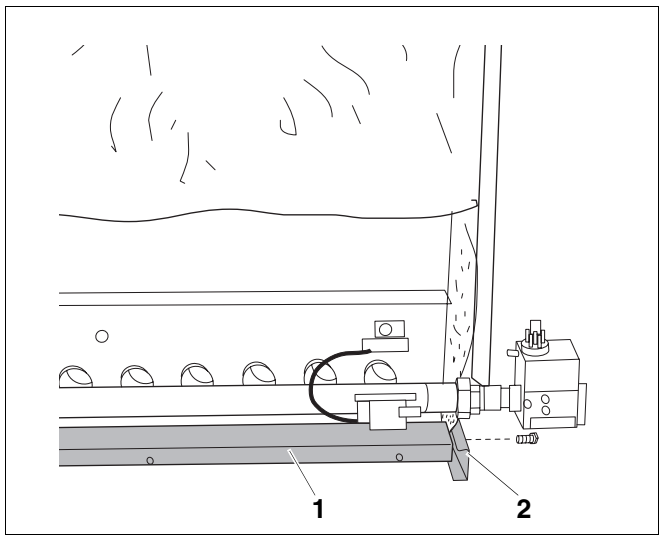
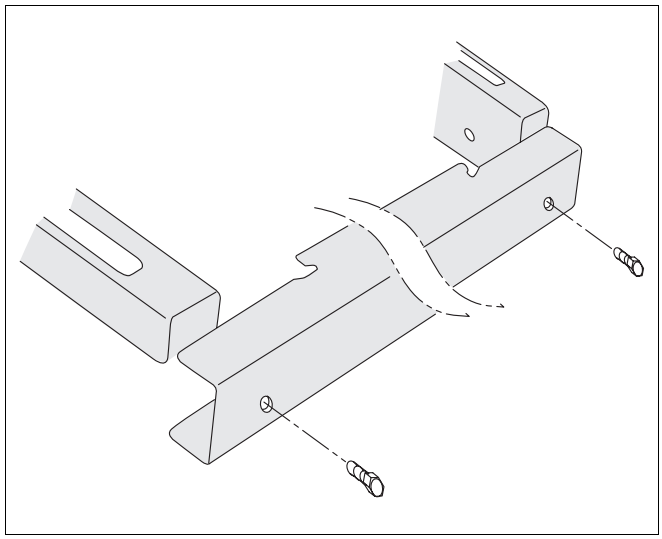

Afb. 68 Dwarssokkel monteren
Afb. 69 Dwarssokkel bovenaanzicht
- Bevestig de dwarssokkel (afb. 68, **pos. 2**) aan de voor- en achterzijde van de langssokkel (afb. 68, **pos. 1**) met schroeven met vlakke kop 3,9 × 9,5. Zijde met de gleuven naar boven (afb. 69).